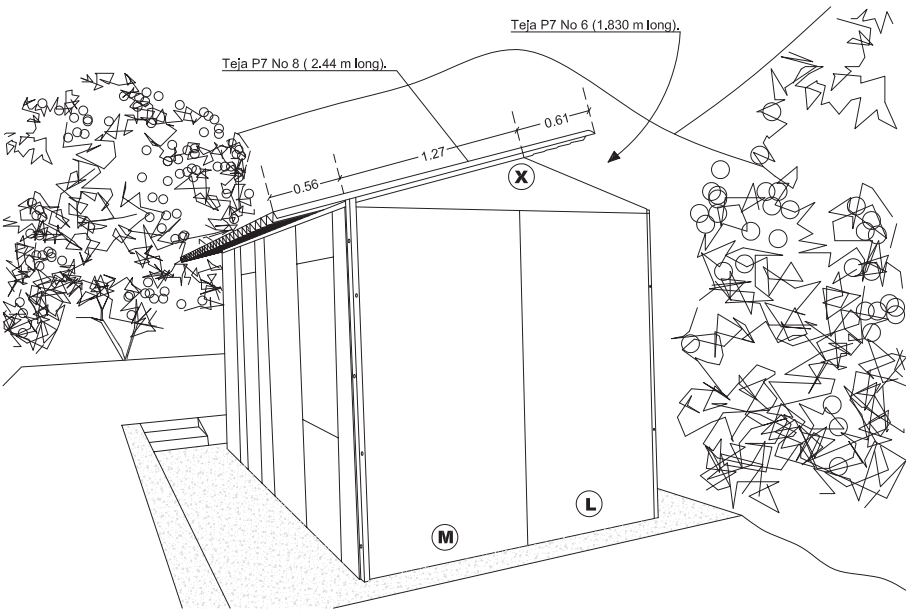

Fig. 73
* Una vez instalada la teja P7 No 8 (2.44 m de longitud), fig. 73 proceda a instalar la teja P7 No 6 (1.83 m de longitud) en el sentido contrario a la pendiente instalada.